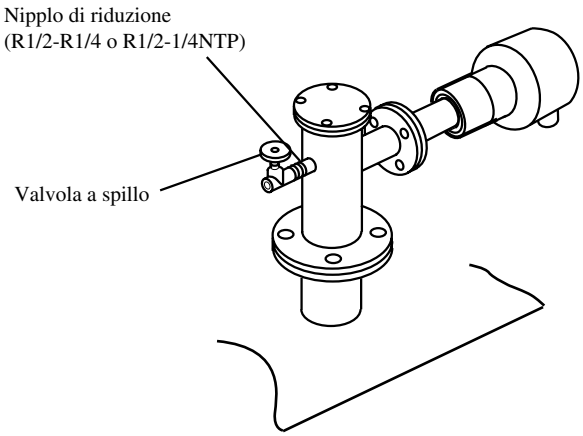

Figura 4.4 Montaggio della valvola a spillo per ridurre lo scarico di gas campione
- Se viene utilizzata una sonda di misura per alta temperatura e se la pressione del gas da misurare è maggiore o uguale a 0,49 kPa, si raccomanda di installare una valvola a spillo (strozzamento) sullo scarico del gas campione dell'adattatore sonda per alta temperatura (vedi sezione 4.1.4, Figura 4.4).